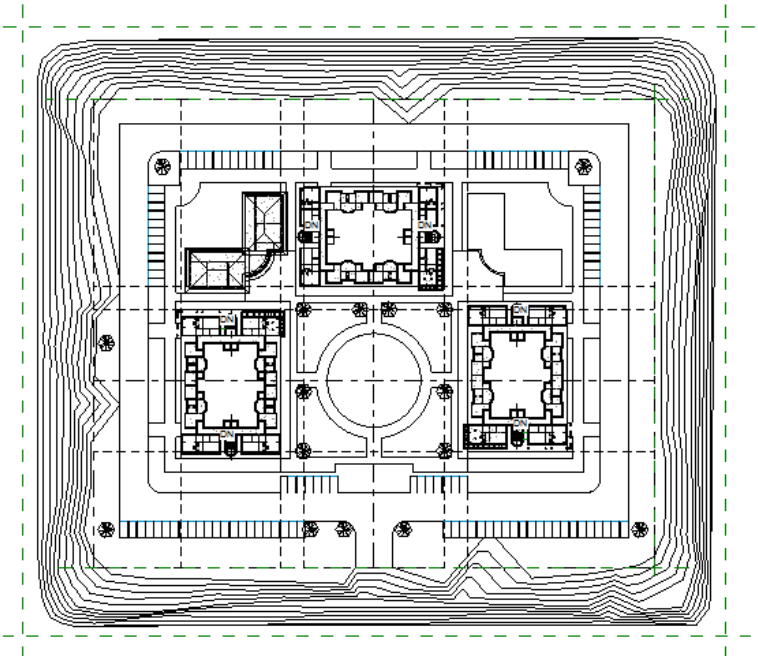

Figure 16-79 *Placing the linked Club project over the building pad*
9. Similarly, link and place the *c14_Club_tut2.rvt* file (for Metric *M_c14_Club_tut2.rvt* file)and place it into the *Site Plan* project, as shown in Figure 16-79.